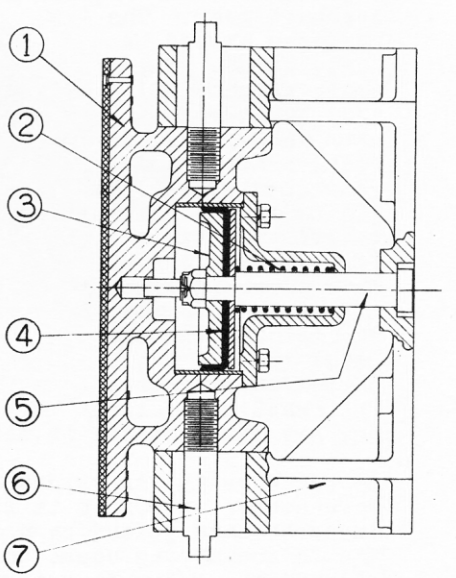

FIG. R-8
The flywheel brake assembly is shown on Fig. R-8. Brake shoe (1) is faced with brake lining which is riveted to the shoe. It is supported by pins (6) which slide in elongated holes in bracket (7) which in turn is fastened to the centerframe. The brake shoe also forms the cylinder around piston (3) which is held stationary by the end shoulder being clamped between bracket (7) and the centerframe. When air is admitted to the cylinder in the brake shoe it will tend to move out against the flywheel since the piston is held stationary. When the air pressure is relieved spring (2) will pull the brake shoe away from the flywheel. Cup leather (4) forms the air seal between the piston and cylinder. There are no adjustments necessary on the brake and the only service requirements are the replacement of the shoe lining and the piston cup leather when necessary.